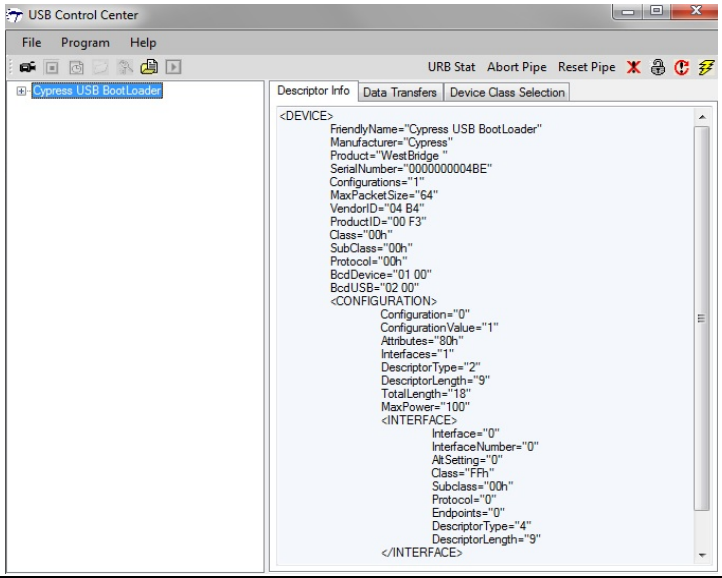

Figure 22　　コントロール センターでのサイプレス USB ブートローダ エニュメレーション
3. USB ホストに接続した時、FX3 デバイスは **Figure 22** に示すように、コントロール センター内で「Cypress USB BootLoader」 (サイプレス USB ブートローダ) としてエニュメレートします。